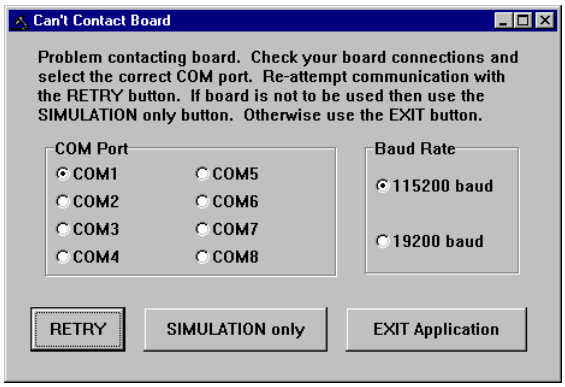

**Figure 6-1. *Can't Contact Board* Dialog**
- If the software is not able to connect with the board, the *Can't Contact Board* dialog (Figure 6-1) appears.